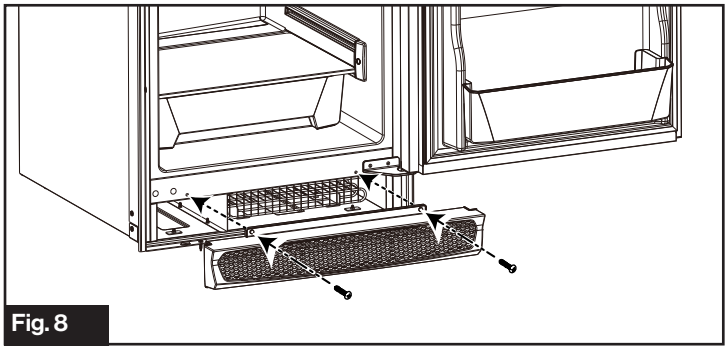

Fig. 8
5. Réinstallez l'orifice d'aération, puis serrez les vis. (Fig. 8)